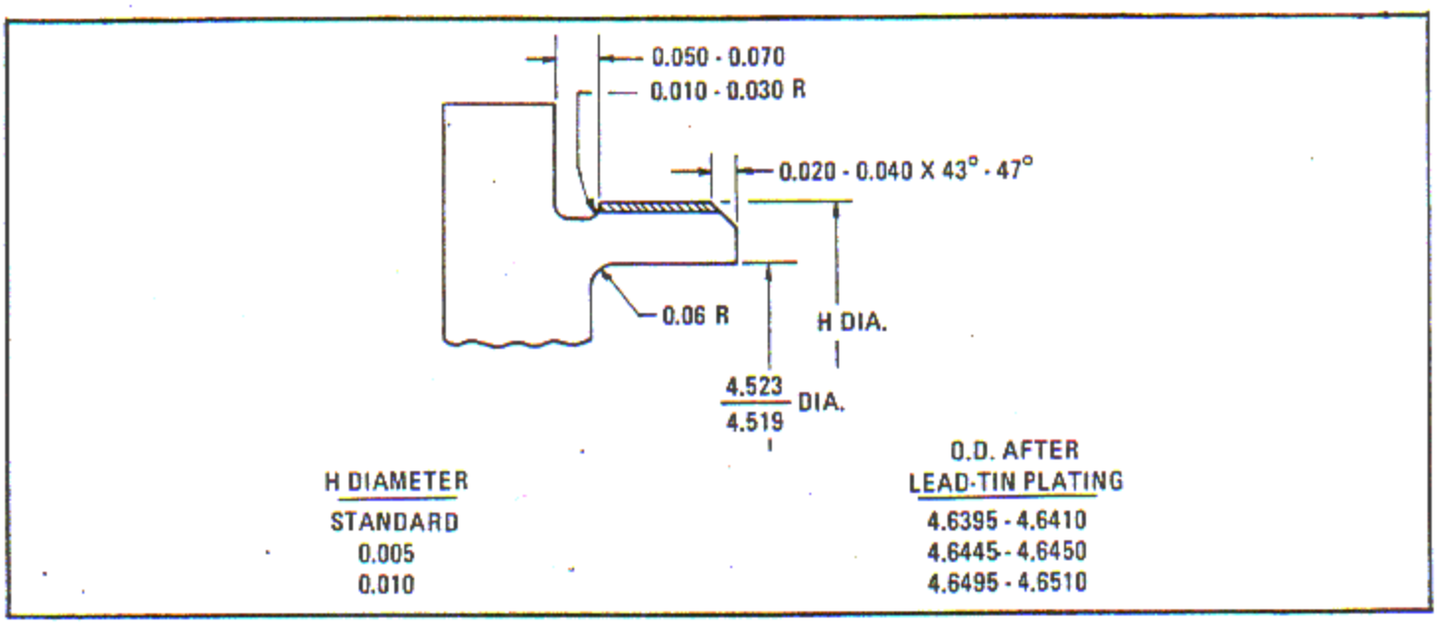

Figure 6-119. Master Rod Oil Seal Disc Reconditioning
c. Mount the disc in a suitable lathe or grinder. Indicate the 4.519 - 4.523 inch diameter to run true within 0.001 inch full indicator reading. See figure 6-119.